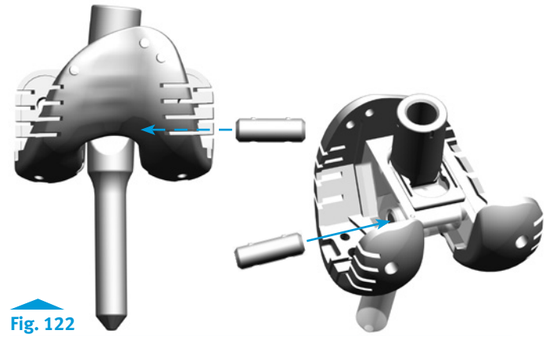

Fig. 122
- To secure the Segmental/RH Knee Hinge Post Provisional to the *NexGen* RH Knee Femoral Provisional/Cutting Guide, cross-pin with the Segmental RH Knee Hinge Pin Provisional **(Fig. 122)**